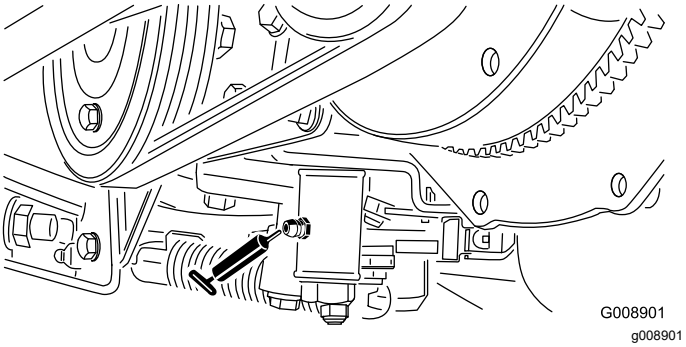

Figur 40
- Neutraljusteringsmekanism (Figur 40)